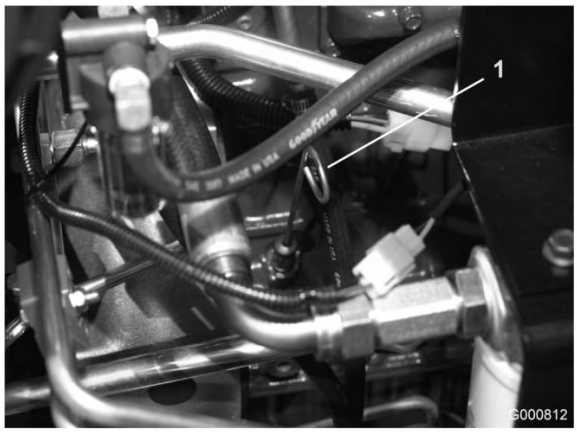

Figura 29
2. Retire a vareta (Figura 29), limpe-a e volte a colocá-la. Retire-a novamente e verifique o nível do óleo: o nível de fluido deve situar-se na marca FULL da vareta.